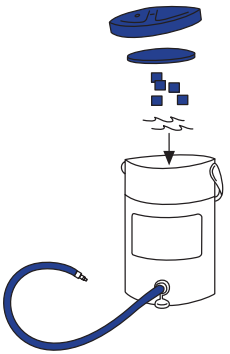

Figura 1
1. Prima di applicare il manicotto Cryo/Cuff, preparare il refrigeratore (Figura 1) 58
1. Prima di applicare il manicotto Cryo/Cuff, preparare il refrigeratore (Figura 1)